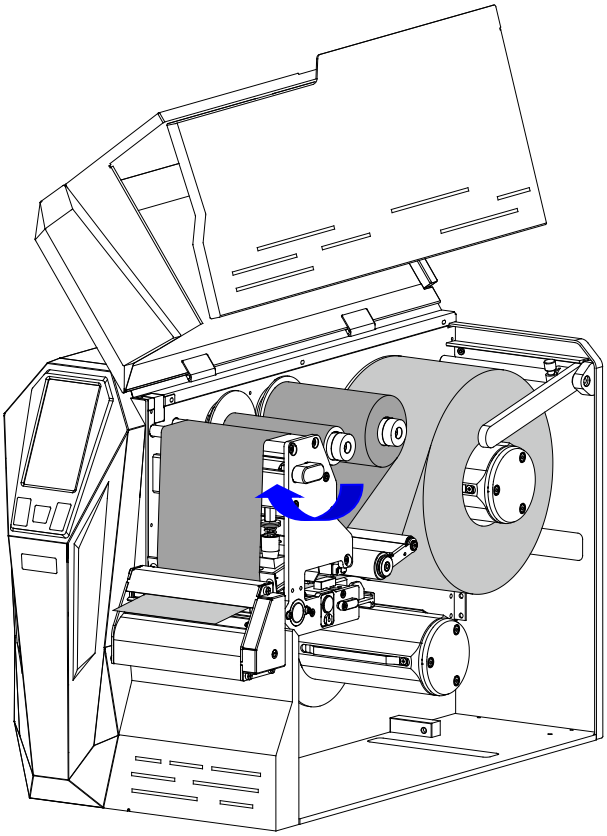

Figure 2-24 Lock the Printhead
5. Turn the Printhead Handle clockwise to lock the Printhead in place, as shown in Figure 2-24.